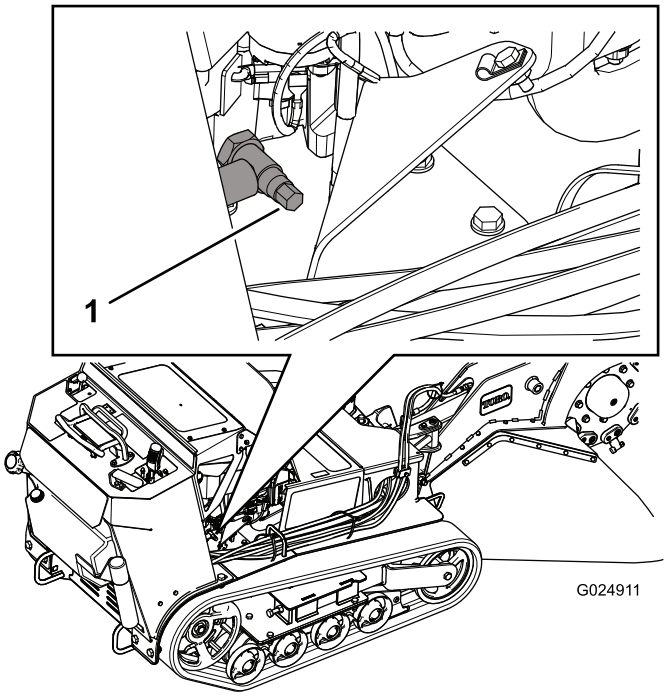
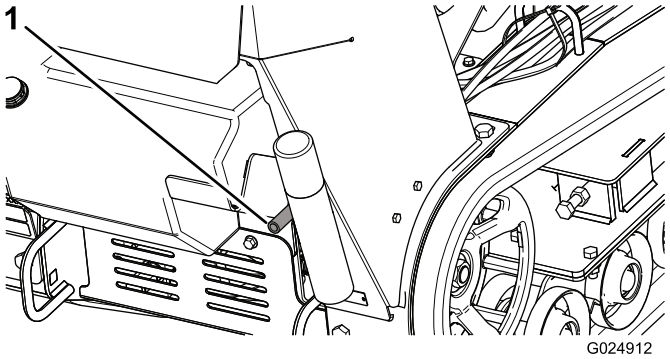

Figur 32
Figur 33
4. Ställ ett kärl under tömningsslangen. Vrid oljetömningsventilen så att oljan töms ut (Figur 32 och Figur 33).